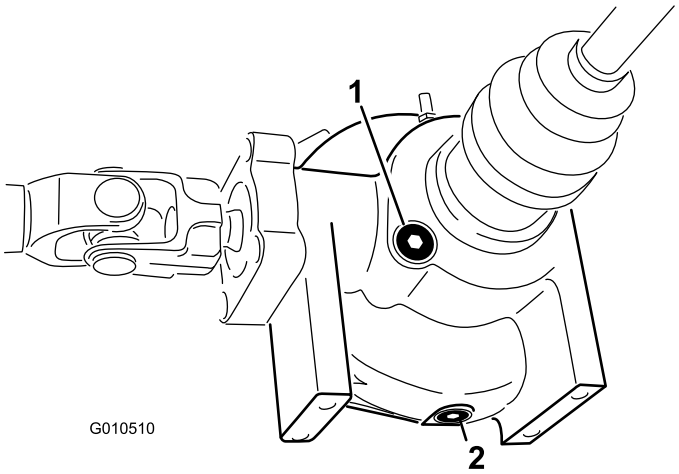

Figur 21
2. Rengør området omkring påfyldnings-/kontrolskruen på siden af differentialet (Figur 21).